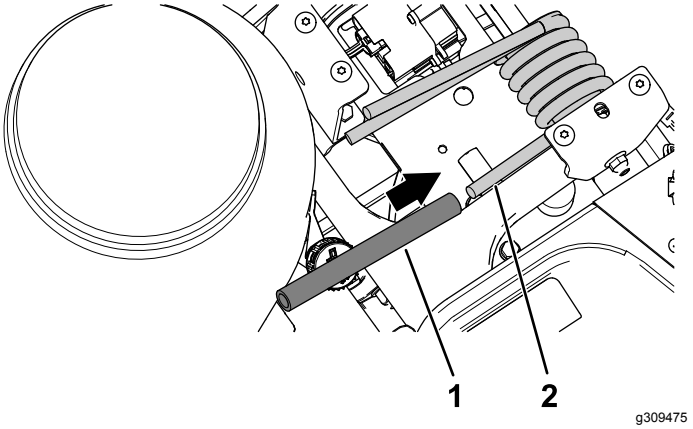

Figura 2
2. Coloque el tubo de elevación del muelle en el extremo del muelle de torsión (Figura 2).